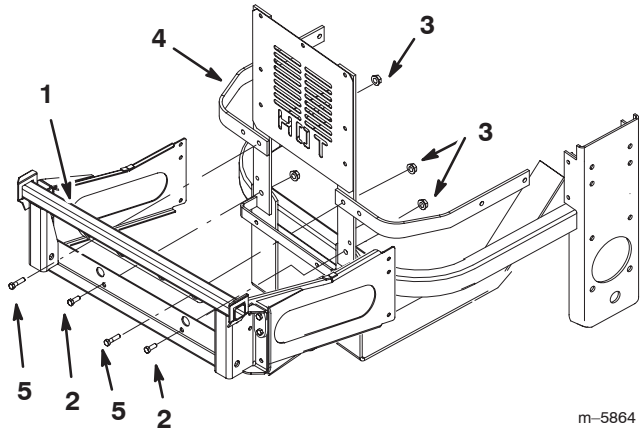

Figure 7
2. Install the bagger mounting bracket to the rear frame of the machine (Fig. 7).
3. In the top two holes, install 2 bolts (3/8 x 1–3/4 inch) and 2 flange nuts (3/8 in.) (Fig. 7).
4. In the bottom two holes, install 2 bolts (3/8 x 1–1/4 inch) and 2 flange nuts (3/8 in.) (Fig. 7).